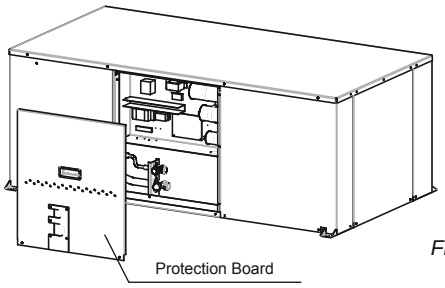

Fig.14-2
14.3 Wiring figure *(Refer to Fig.14-2～Fig.14-5)*